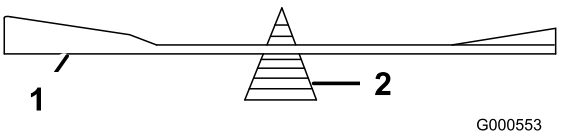

Figuur 65
2. Controleer de balans van het mes met een mesbalans (Figuur 65).